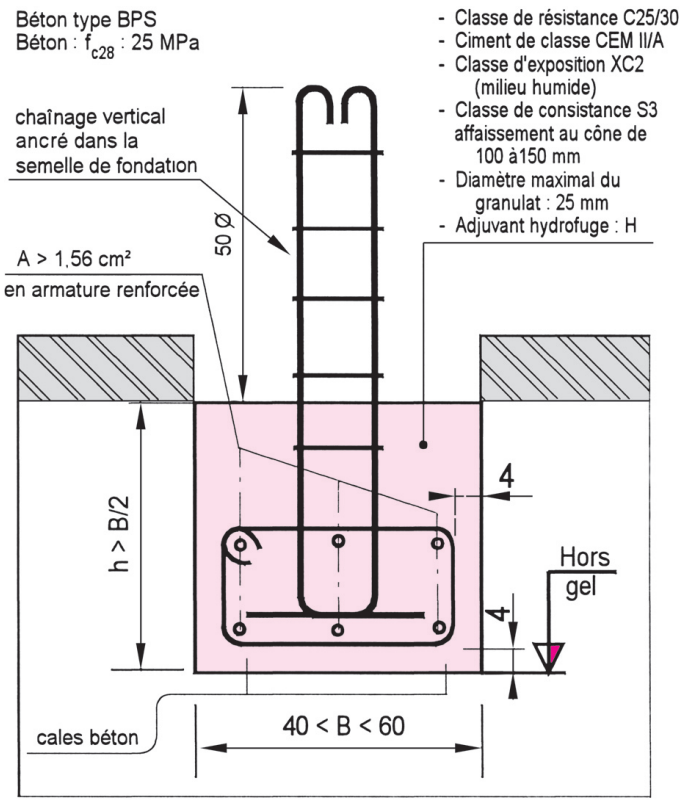

Fig. 13 : Semelle continue en BA coulée pleine fouille
- Plan de détails d'exécution des semelles, des liaisons d'angle, des chaînages (fig. 13 et 17 à 18).
- **Béton à propriétés spécifiées** (BPS) recommandé (cf. les caractéristiques de la fig. 13).